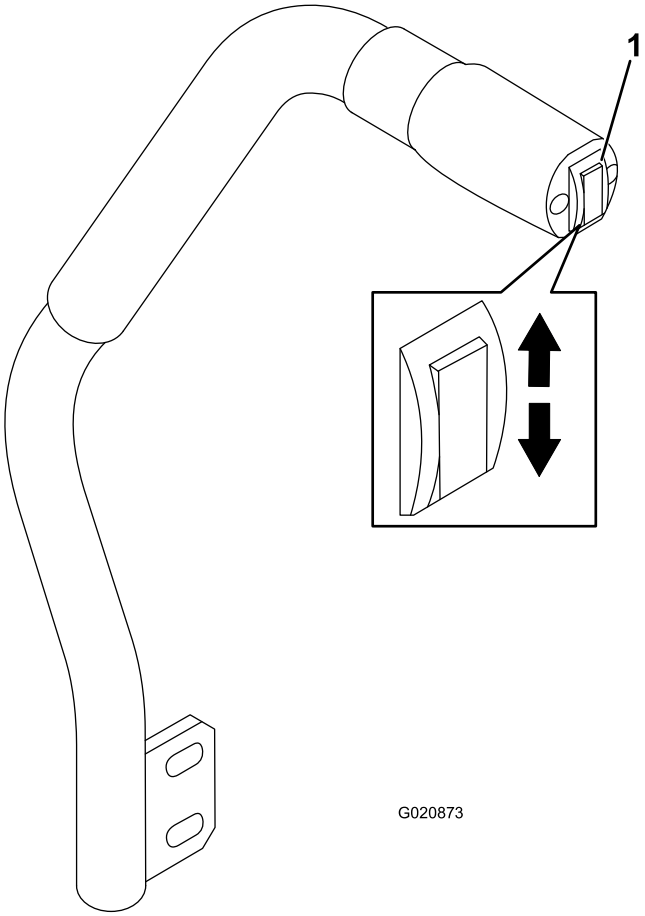

**Figur 18**
Skjoldets løftekontakt hæver og sænker plæneklipperskjoldet (Figur 18). Motoren skal køre, for at du kan bruge dette greb.
- Tryk skjoldets løftekontakt ned for at sænke plæneklipperskjoldet (Figur 18).
- Tryk skjoldets løftekontakt op for at hæve plæneklipperskjoldet (Figur 18).
1. Mens motoren er i gang, trykkes der op på skjoldets løftekontakt, indtil plæneklipperskjoldet er hævet helt. **Slip kontakten straks derefter** (Figur 18).